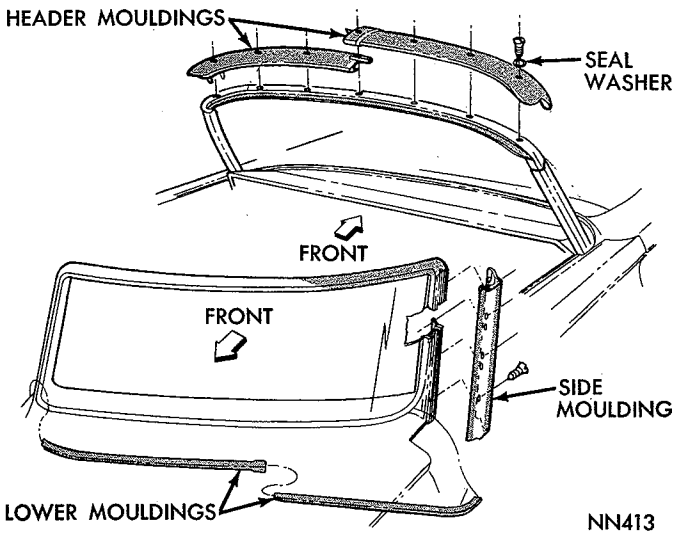

*Fig. 7—Convertible Windshield Mouldings (Belvedere—Satellite)*
(2) Release top locking mechanisms and push header from windshield frame to expose moulding retainer screws.
(3) Remove wiper arms and blades.
(4) Remove windshield outside mouldings (Figs. 7 and 8).
(5) Remove inner "A" post side mouldings.
(6) Remove sun visors and screws attaching header trim cap to header.
(7) Pry header moulding up slightly to clear moulding from weatherstrip, disengage from header and remove.
(8) Remove windshield in same method as other models.